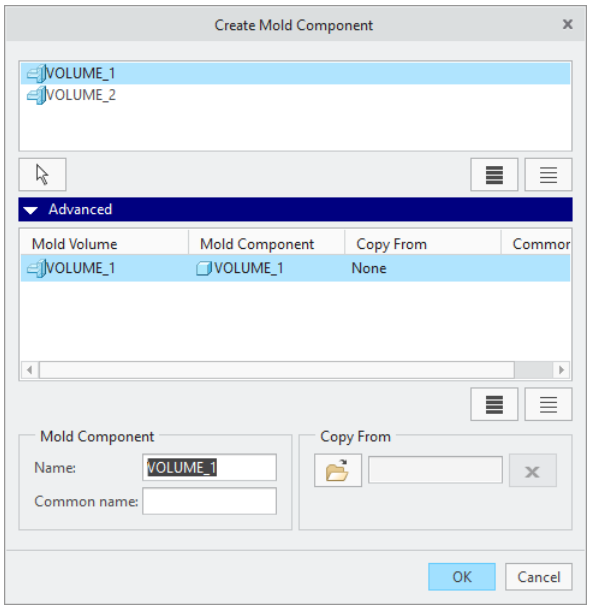

*Figure 16-18 The **Create Mold Component** dialog box*
2. Choose the **Advanced** option from the **Create Mold Component** dialog box; the **Create Mold Component** dialog box gets expanded. Next, select **Volume_1** from the upper area of the **Create Mold Component** dialog box. Next, select **Volume_1** from the **Advanced** area, as shown in Figure 16-18, and change the name **Volume_1** to **Core_1** in the **Name** edit box of the **Mold Component** area.